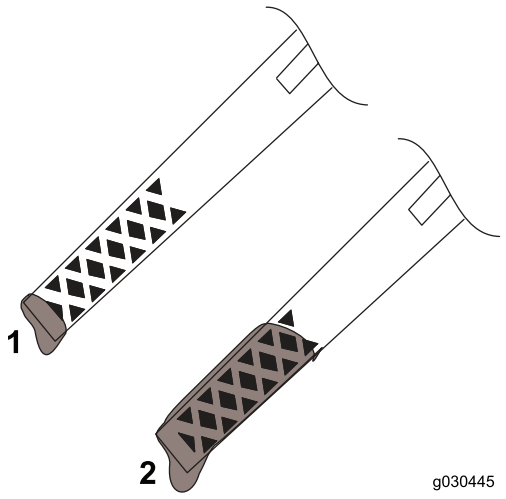

**Figur 17**
- Hvis oliestanden er under Add-mærket (Fyld på) på målepinden (Figur 17), skal du påfylde olie. Se Skift af motorolien (side 15).
- Hvis oliestanden er højere end Full-mærket (Fuld – Figur 17), aftappes den overskydende olie, indtil oliestanden er ved Full-mærket på målepinden. Se Skift af motorolien (side 15).